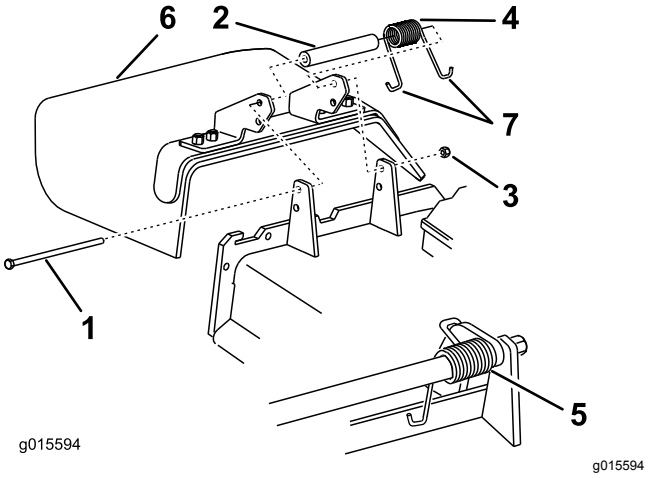

Rysunek 89
1. Odkręć przeciwnakrętkę, śrubę, sprężynę i element dystansowy mocujące deflektor do wsporników osi obrotu (Rysunek 89).
Informacja: Przed przykręceniem śruby w sposób pokazany na Rysunek 89 upewnij się, że koniec sprężyny w kształcie litery**J** jest zaczepiony za krawędź obudowy jednostki tnącej.
6. Umieść jeden z końców sprężyny z zaczepem w kształcie litery **J** wokół deflektora trawy (Rysunek 89).